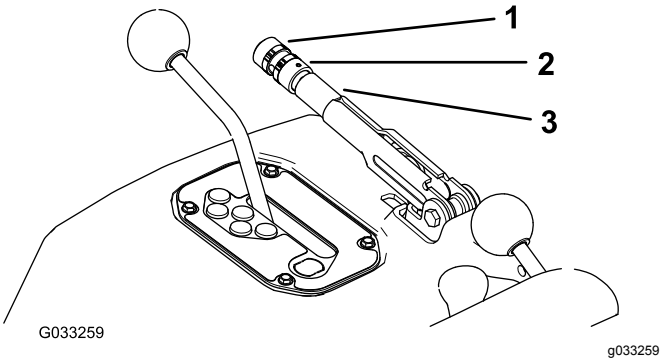

**Figur 75**
2. Løsne setteskruen som festen knotten til parkeringsbremsespaken (Figur 75).
3. Roter knotten (Figur 75) til det er nødvendig med styrke på 20–22 kg for å heve spaken.
4. Stram setteskruen når du er ferdig (Figur 75).